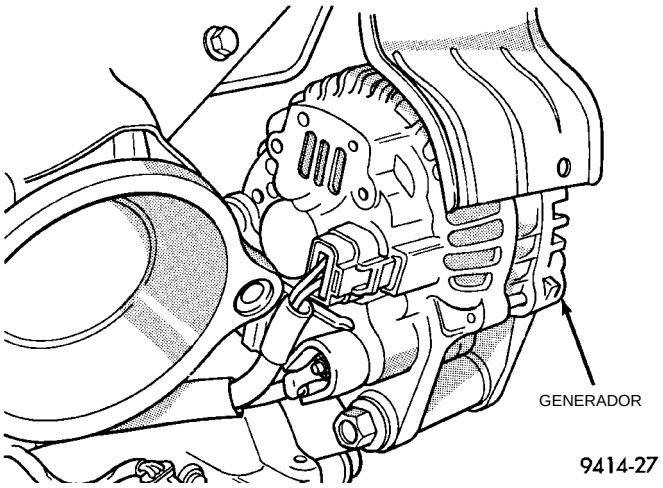

Fig. 68 Generador
(17) Inspeccione las conexiones eléctricas del generador (Fig. 68). Verifique que la correa del generador no esté vidriada o dañada.